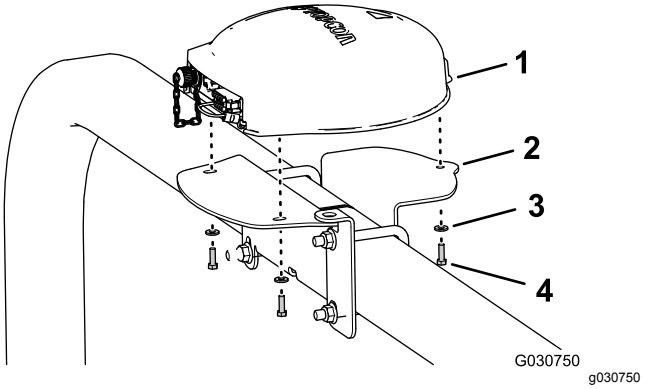

Figuur 145
4. Lijn de 3 schroefdraadopeningen in de basis van de navigatieontvanger uit met de 3 gaten in de beugel van de ontvanger (Figuur 145).
5. Monteer de ontvanger op de beugel (Figuur 145); gebruik hierbij de 3 inbusbouten (5 x 16 mm) en 3 ringen (5 mm).